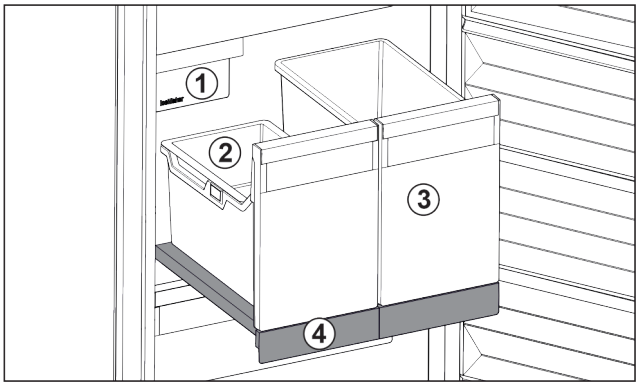

Fig. 168 Kihúzható rács IceTower egységgel
(1) IceMaker
(2) Beakasztható tálca a jégkockáknak
(3) Tároló pl. pizza vagy alkoholos italok számára
(4) Kihúzható rács
A kihúzható rácson két magas tároló van kialakítva (IceTower). A tárolóban *Fig. 168 (2)* gyűlnek össze és tárolhatók az IceMaker által készített jégkockák. A tároló *Fig. 168 (3)* magas élelmiszerek tárolására alkalmas, például pizza vagy az alkoholos ital tehető bele.